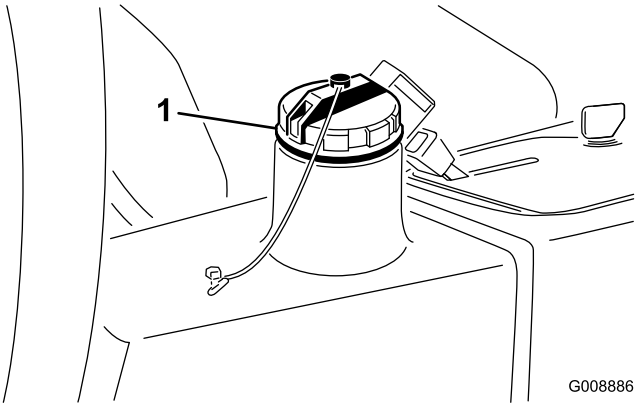

Figur 60
3. Fyld beholderen (Figur 60) med ca. 13,2 liter hydraulikvæske. Se afsnittet Kontrol af hydrauliksystemet.